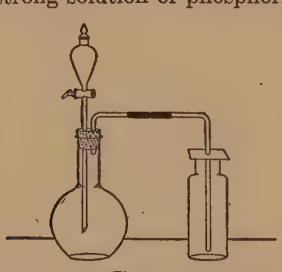

Fig. 15
c. [Hood] In a 250 c.c. flask (Fig. 15), fitted with dropping-funnel (or substitute, **44** *b*) and L-shaped delivery tube, place about 30 g. of common salt. Use the shortest possible rubber connections here, and in **39** *b* (chlorine), as rubber tubing is destroyed by these gases. Admit concentrated sulphuric acid through the funnel. Collect the gas in three dry bottles by upward displacement. Cover, when filled, with glass plates and reserve for **37**. Place about 10 c.c. of distilled water in a test-tube,
b. Fit up a 250 c.c. generating flask, as in Fig. 15, with a dropping-funnel (or substitute **44** *b*) and an L-shaped glass tube attached to the exit tube. Use the shortest possible rubber connections. Test the apparatus to see that it is air-tight. Place in the flask about 20 g. of dry potassium permanganate, and fill the globe of the dropping-funnel with diluted, concentrated hydrochloric acid (1 Aq. : 3 acid). [Caution! Do not use any other acid, by mistake.] Allow the delivery tube to dip to the bottom of a small beaker containing a little sodium hydroxide solution. Now admit the